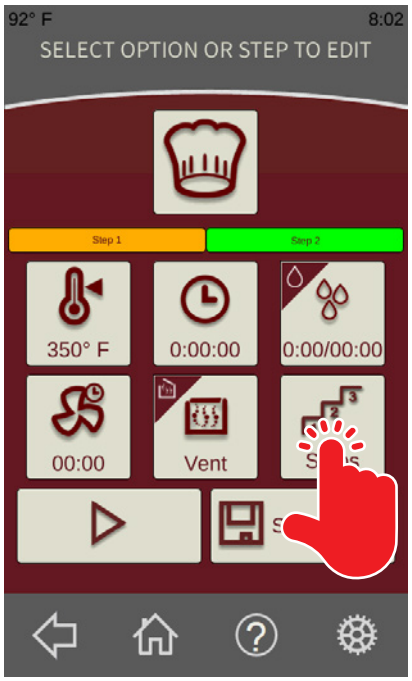

Fig. 29
1. From the ***Standard Recipe Run Screen*** (Fig. 29), touch the Steps button to copy an existing step in the current recipe. The ***Recipe Steps Screen*** should be displayed.